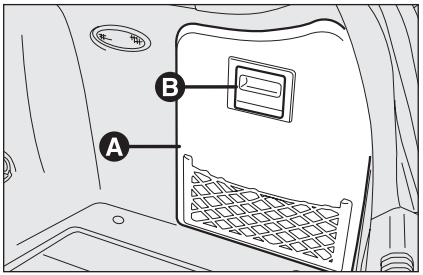

fig. 46 A0E0303m
- ❒ abra la tapa lateral derecha (para versiones/paises, donde esté previsto) **A-fig. 46** interviniendo en la manilla **B**;